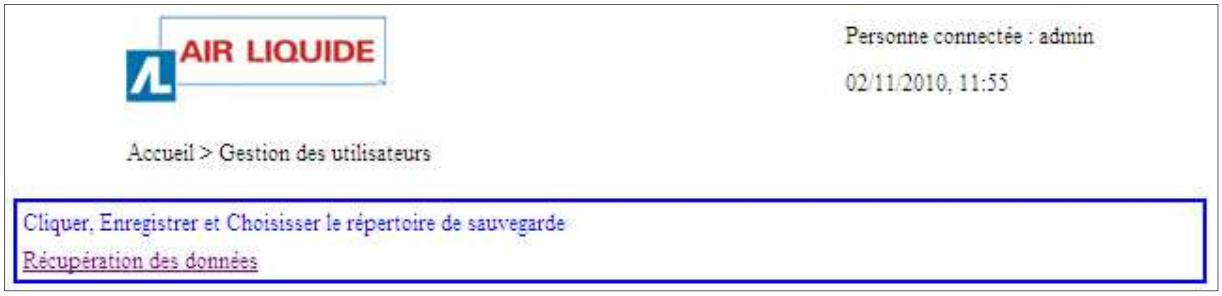

Figura 11-25: pagina de recuperare a datelor.
1. Faceţi clic pe rândul *Recuperarea datelor* (Figura 11-25).